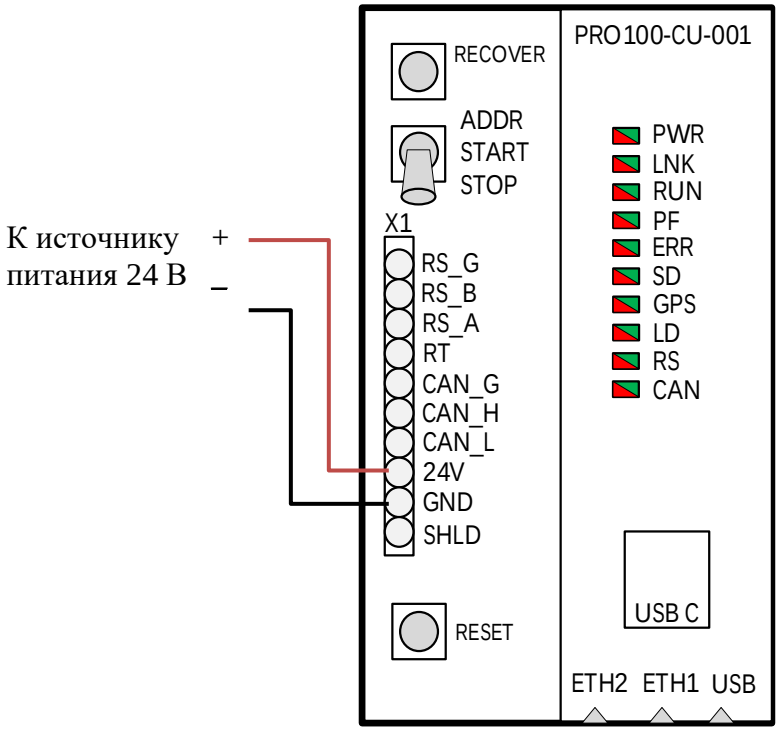

Рисунок 45 – Подача напряжения питания на общую электрическую шину через процессорный модуль
2.4.7 Подать напряжение питания 24 В постоянного тока на общую электрическую шину. Питание подаётся через процессорный модуль (рисунок 45).